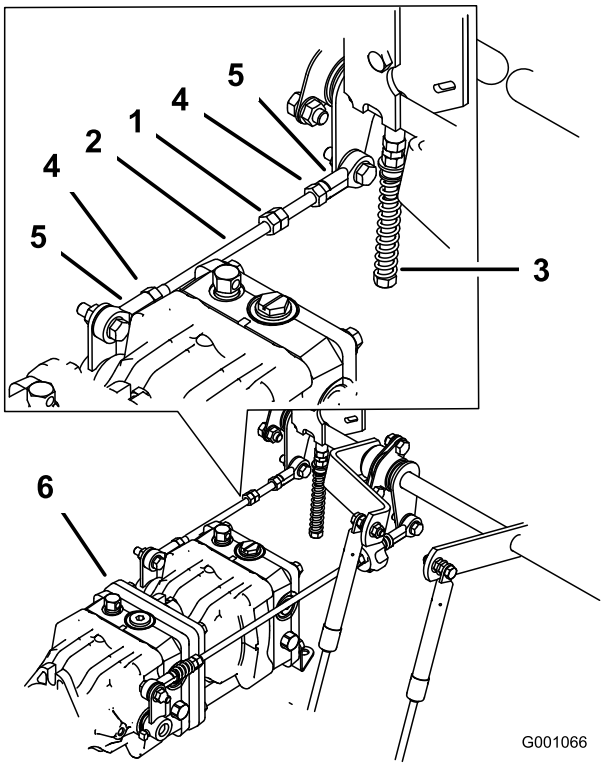

**Figuur 66**
1. Draai de borgmoeren op de kogelverbinding op de bedieningsstang van de pomp los (Figuur 66).
3. U stelt de lengte van de pompstang af door de dubbele moeren op de stang in de juiste richting te draaien, totdat de het wiel stil staat of iets achteruit kruipt (Figuur 66).
6. Draai de borgmoeren op de kogelverbindingen vast (Figuur 66).